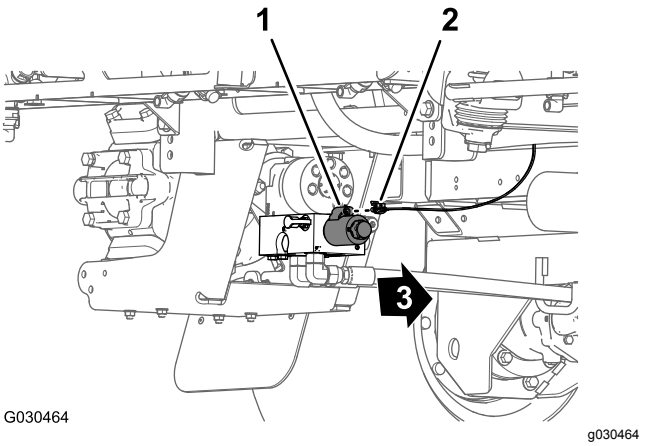

Figur 134
1. Anslut kontakten med två uttag på den 86 cm långa kablagedelen på maskinens baksida (på insidan av sprutpumpen), märkt **Spray Pump Solenoid** (sprutpumpselektromagnet), till kontakten med två stift på pumpreläet (Figur 134).